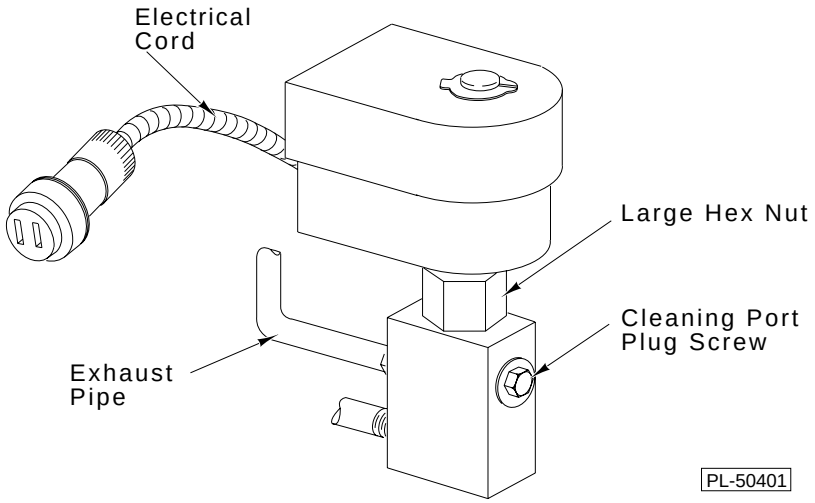

Fig. 18
Dismantle and clean the solenoid assembly. The solenoid assembly (Fig. 18) is located behind the front access door above the drain valve for the exhaust tank. An open wrench is supplied with each machine for this purpose.
1. Unplug the electrical cord attached to the upper portion of the solenoid assembly (Fig. 18). To unplug, twist the plug counterclockwise and pull out.